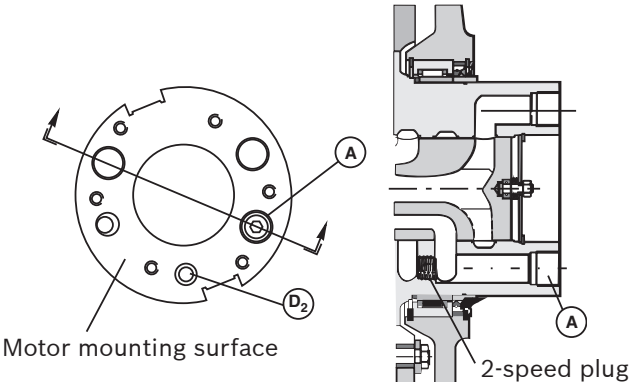

Fig. 12:
Before mounting of the valve, check that the motor is mounted into the bracket with “D2” connection on the motor mounting surface facing downwards, see figure 12.
- Mount the plug BSTP 3/4” (included in the mounting set) in the bottom of the hole for port “A” see figure 12.